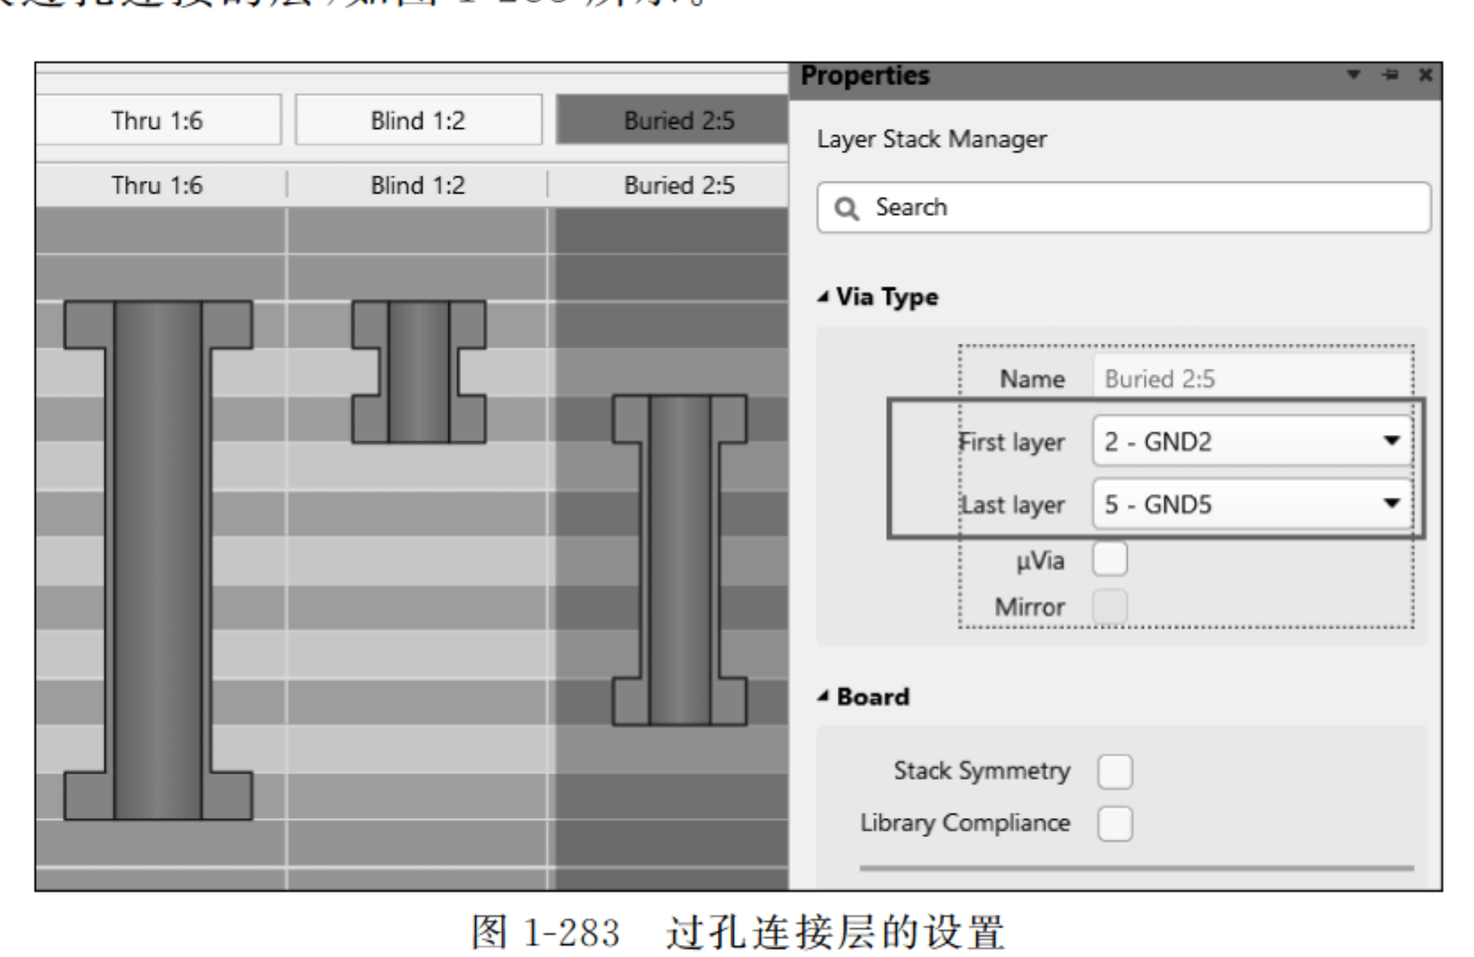

图 1-283 过孔连接层的设置
(2) 单击“+”按钮，增加过孔类型，选择其中一个过孔类型，按快捷键 F11 设置钻孔对，可修改过孔连接的层，如图 1-283 所示。